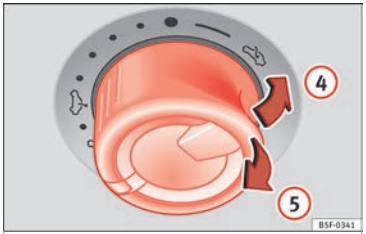

Fig. 12 In the interior roof: press or pull the knob to raise the sunroof and close it.
- To tilt open: Push the switch to position ››› Fig. 12 ④. For an intermediate position, hold down the switch until you reach the desired position.
- Lowering: Pull the switch to position ››› Fig. 12 ⑤. For an intermediate position, hold down the switch until you reach the desired position.